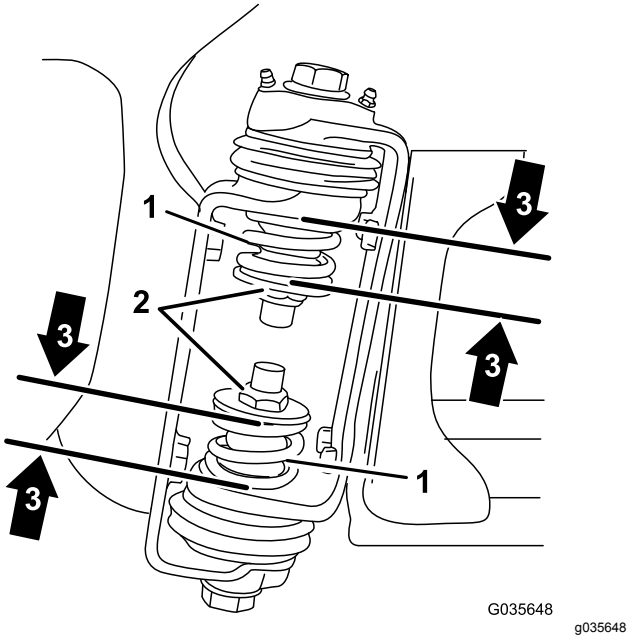

Figur 4
3. Ved seksjonshengselen måler du kompresjonen til øvre og nedre fjærer mens seksjonene er i utstrakt stilling (Figur 4).